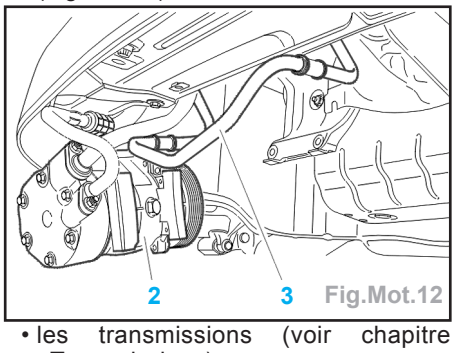

Fig.Mot.12
- le compresseur de climatisation (2) sans ouvrir le circuit, et l'écarter (Fig.Mot.12),